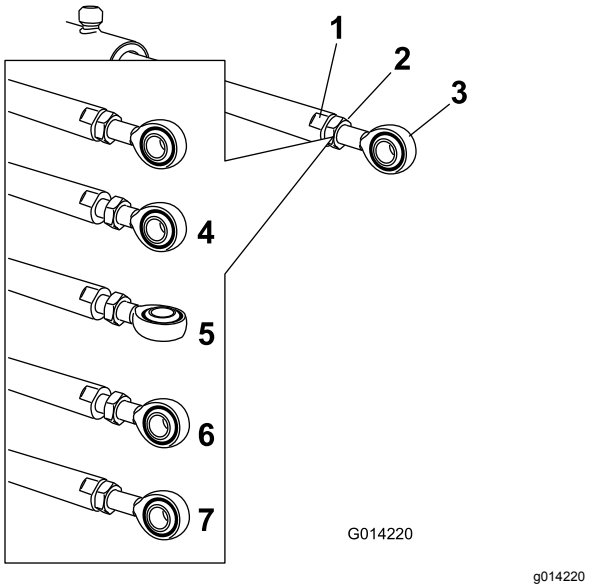

Figur 59
5. Bruk en skiftenøkkel på de flate sidene av aktuatorstangen for å sette den ut av funksjon, før du løsner låsemutterne slik at maljestangen kan justeres (Figur 59).
6. Skru på maljestangen i aktuatorstangen for å justere lengden for den forlengede aktuatoren til den ønskede posisjonen (Figur 59).